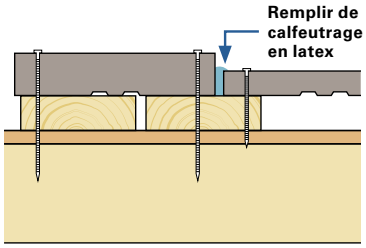

Fig. 20
- Utilisez un calfeutrage en latex translucide ou peinturable de haute qualité pour combler tous les interstices et sceller autour des portes, des fenêtres et partout où le revêtement entre en contact avec la garniture. *(Voir la figure 20)*